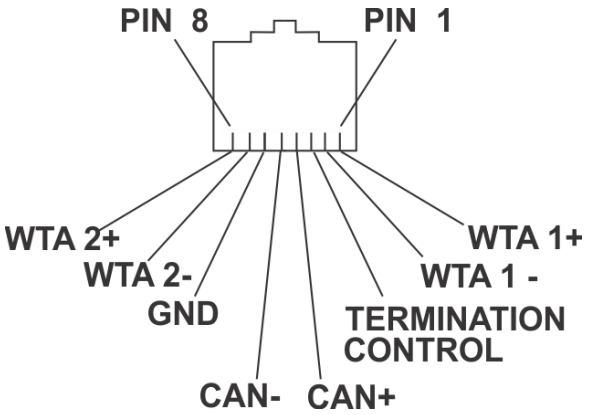
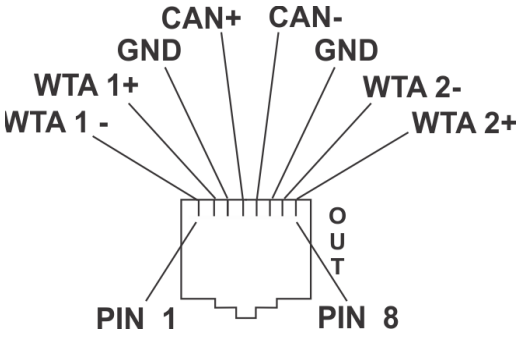

**FIGURE 27.** Base Station Link IN RJ-45 Jack Pinout
**FIGURE 28.** Base Station Link OUT RJ-45 Jack Pinout
This pair of RJ-45 jacks allow the passage of WTA, WTA termination control voltage, and CAN bus data between multiple base stations. Up to eight (8) base stations may be connected with the base station link. If just using WTA between bases, up to 16 base stations can be connected together. The pinout of the IN jack and OUT jack may be seen in Figure 27 and Figure 28